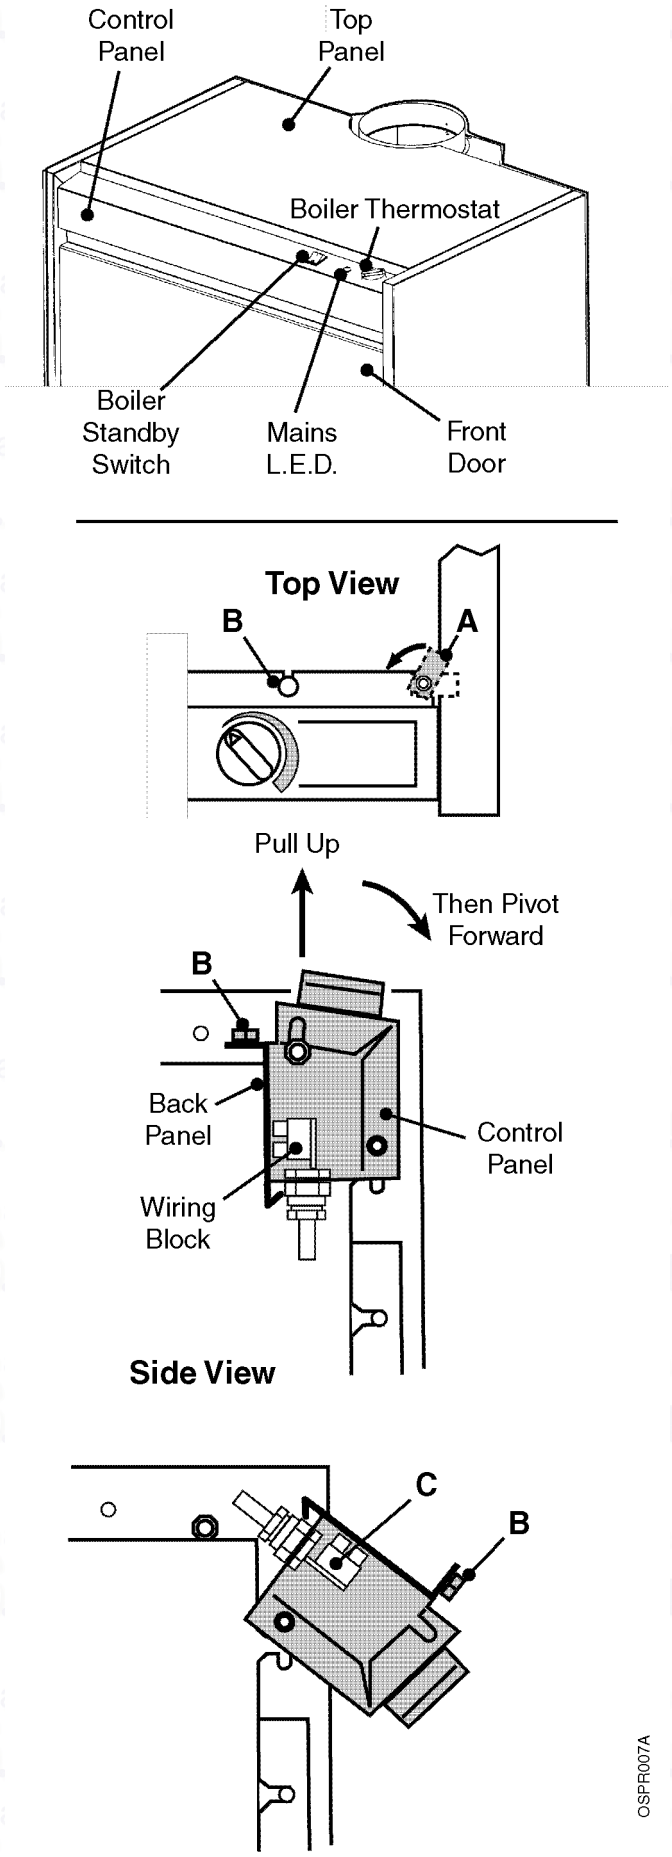

Fig. 11
c. Open the control panel and turn as shown in Fig. 11.